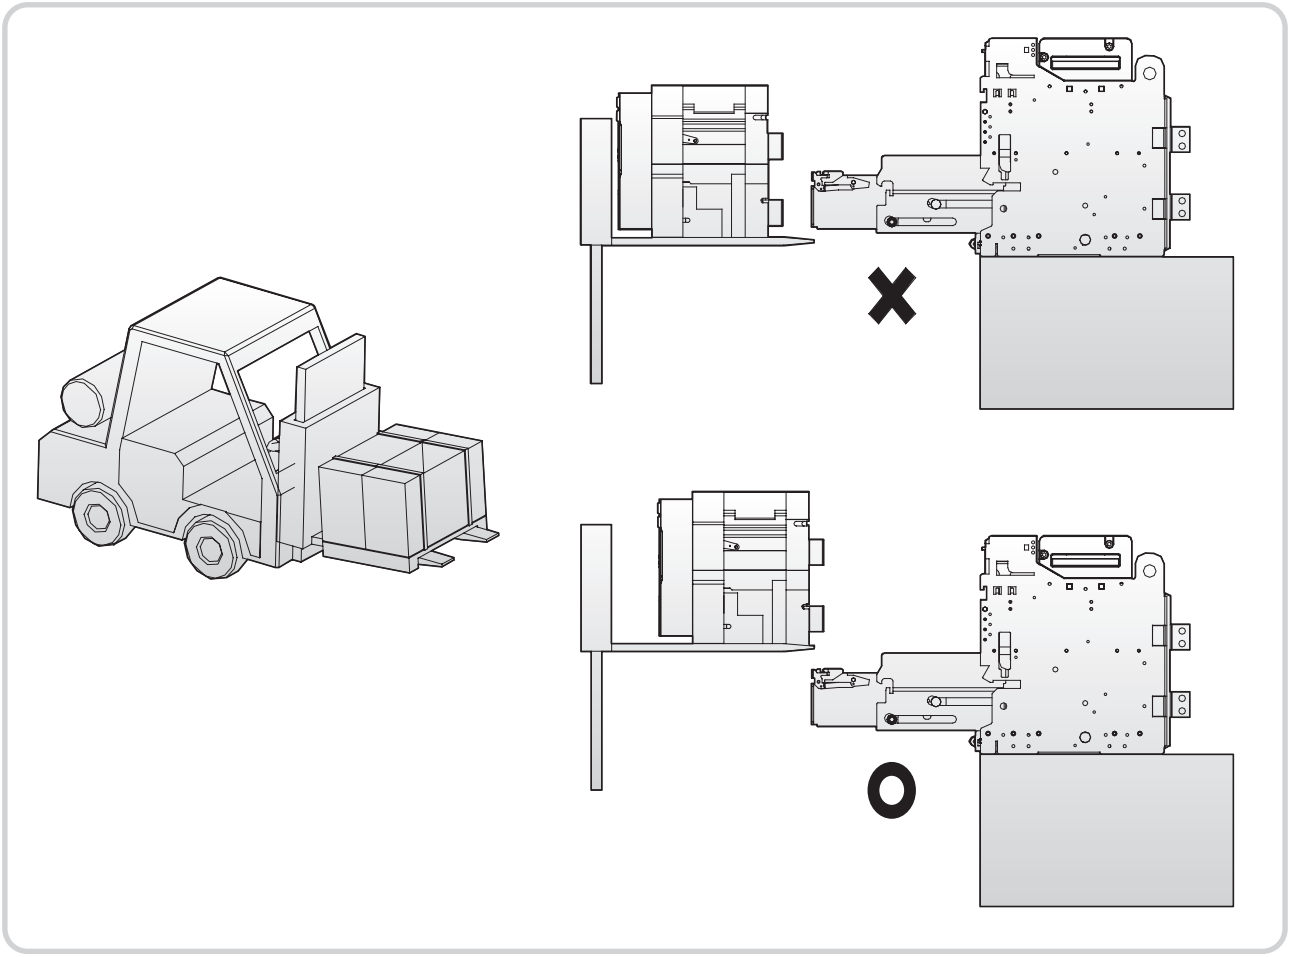

Рис. 1. Транспортировка вилочным погрузчиком
При подъеме вилочным погрузчиком руководствуйтесь рис. 1.
• При перемещении аппарата на вилочном погрузчике размещайте его на вилах, как показано на рис. 1.